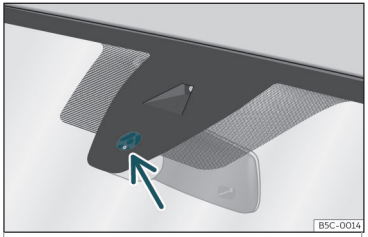

Fig. 92 Rain sensor sensitive surface
Possible causes of faults and mistaken readings *on the sensitive surface*>>> **Fig. 92** of the rain sensor include:
- **Regularly clean the sensitive surface of the rain sensor>>> Fig. 92 (arrow) and check for possible damage to the wiper blades.**